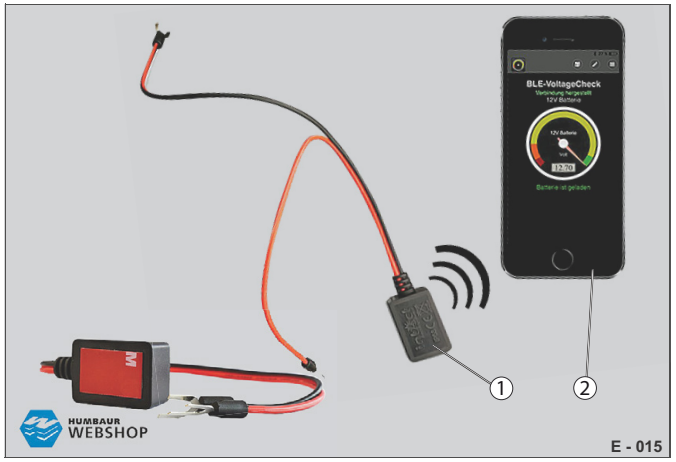

Abb. 14 Zkoušečka
▶ Překontrolujte např. pomocí aplikace Battery Guard (Abb. 14/1) stav nabití baterie.